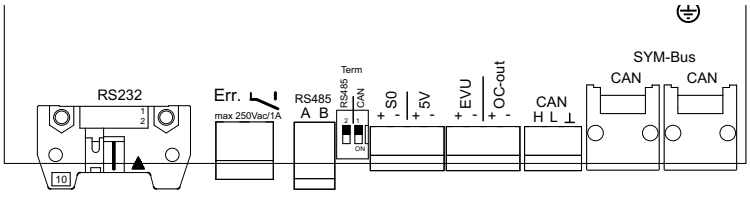

Bild 16: Schnittstellenklemmen
3. Anschlusskabel an die vorgesehenen Anschlussklemmen anschließen (siehe Bild 16 auf Seite 23).